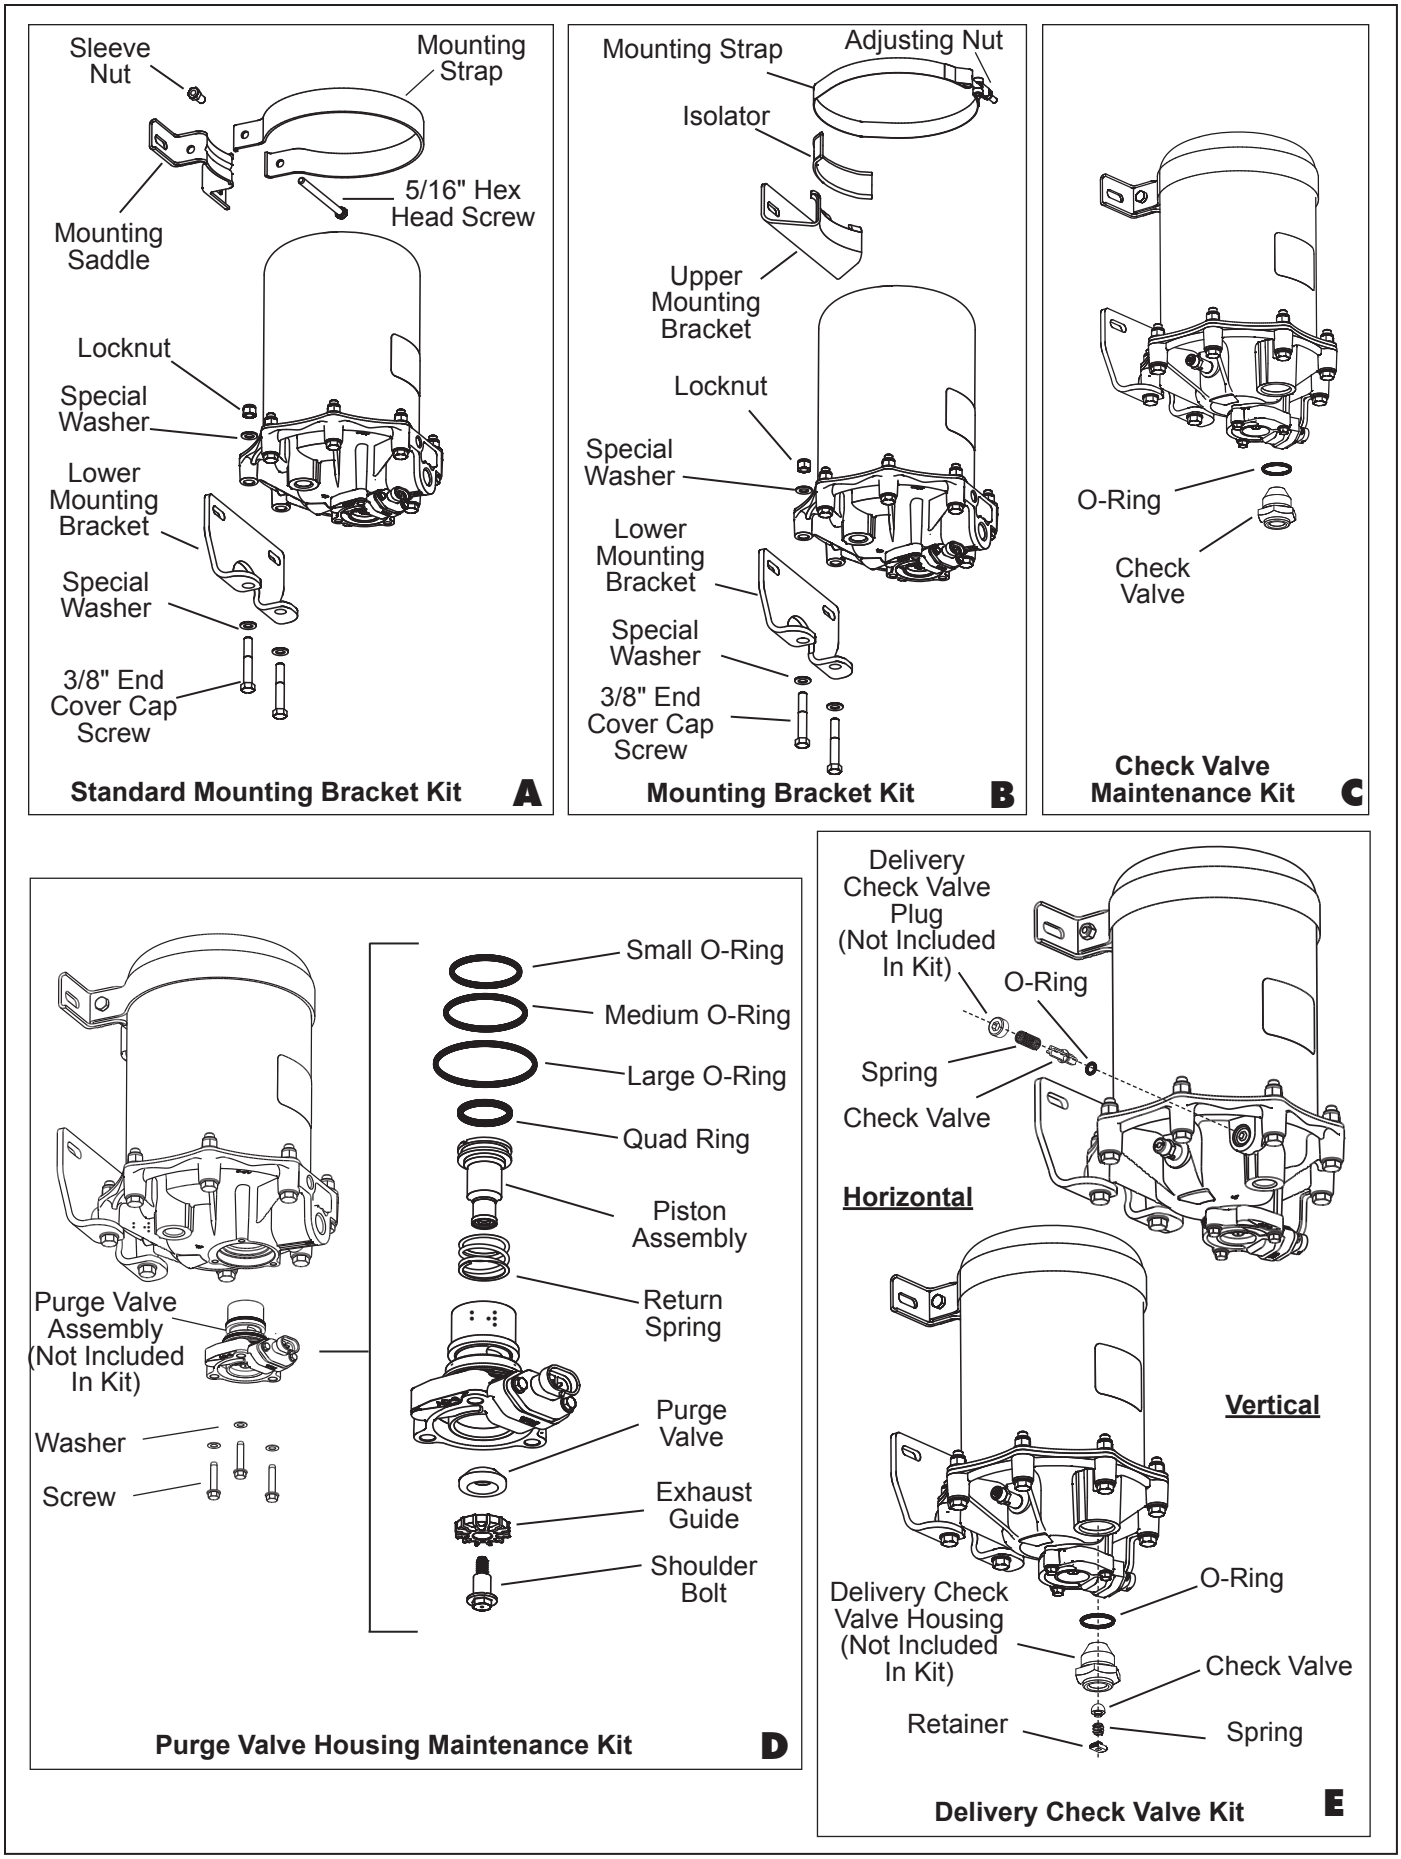

Figure 7 – Maintenance Kit Contents (Illustrations A Through E)
5. Loosen the 5/16" hex cap screw and sleeve nut securing the upper mounting strap to the upper mounting bracket. *See Figure 7, illustration A.*
Some air dryers may contain a one piece upper mounting strap as shown in Figure 7, illustration B. If this type of strap is present, loosen the adjustment locknut and remove the strap and isolator from the upper bracket.
6. Mark and remove the two 3/8" end cover cap screws, locknuts, and four special washers that secure the lower mounting bracket to the end cover. Also be sure to mark these two holes of the end cover. (These bolts are longer than the other 6 bolts.) Retain the mounting hardware. *See Figure 7, illustrations A & B.*
The following disassembly procedure is presented for reference purposes and presupposes that a major rebuild of the Bendix® AD-9® or AD-9® PG (with PuraGuard® coalescing filter) air dryer is being undertaken. Several replacement parts and maintenance kits are available which do not require full disassembly. The instructions provided with these parts and kits should be followed in lieu of the instructions presented here. *Refer to Figures 7, 8, and 9 during disassembly.*
The current style AD-9 air dryer end cover has a horizontal delivery check valve while earlier styles contained a vertical design. Identify the style of AD-9 air dryer end cover and proceed to the appropriate step for removal. *See Figure 7, illustration E.*
Removal of the piston from the purge valve housing assembly requires a tool to hold the head of the purge piston while unscrewing the purge valve shoulder bolt. Remove the piston from the purge valve housing assembly using a twelve point 1/4" socket to hold the head of the purge valve shoulder bolt. *See Figure 7, illustration D.*
The following assembly procedure is presented for reference purposes and presupposes that a major rebuild of the Bendix® AD-9® or AD-9® PG (with PuraGuard® coalescing filter) air dryer is being undertaken. Several replacement parts and maintenance kits are available which do not require full disassembly. The instructions provided with these parts and kits should be followed in lieu of the instructions presented here. *Refer to Figures 7, 8, and 9 during assembly.*
1. Prior to assembly, coat all o-rings, o-ring grooves, and bores with a generous amount of the lubricant included in the maintenance kit. *See Figure 7, illustration D.*
The current style AD-9 air dryer end cover has a horizontal delivery check valve while earlier styles contained a vertical design. Identify the style of AD-9 air dryer end cover and proceed to the appropriate step for installation. *See Figure 7, illustration E.*
2. *See Figure 7, illustrations A and B*, to determine the mounting bracket type.